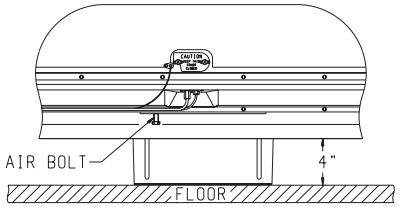

**Figure 11**
**Primary Air Adjustment (Figure 11)**